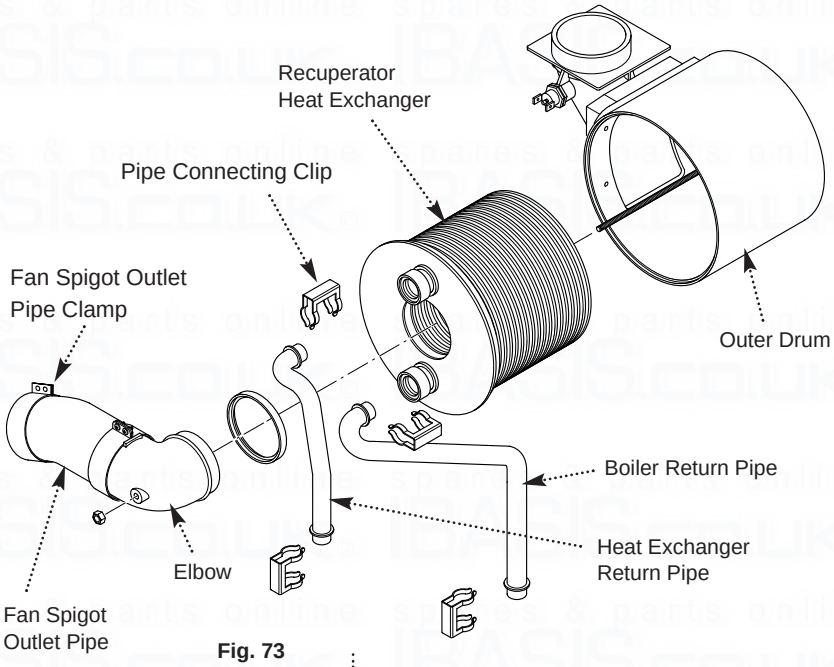

Fig. 73
12.24 Secondary Heat Exchanger) (Fig. 73)